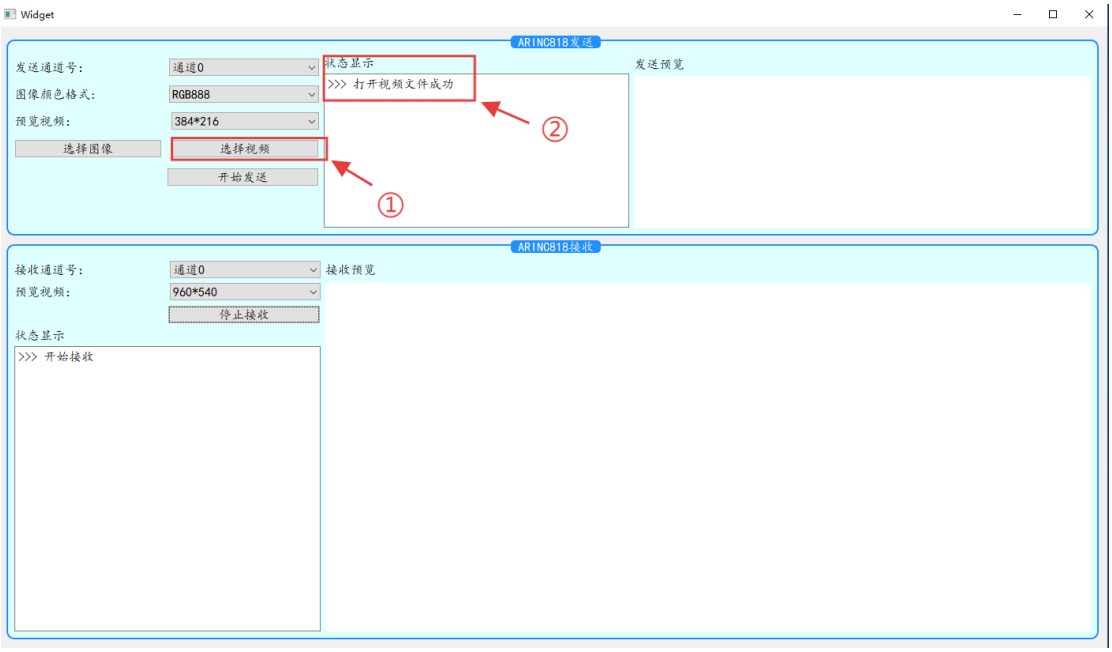

图12 818 视频分析设备加载视频文件
配置好发送的通道号以及对应视频的图像颜色格式后，点击图 12 中①对应按钮，选择本地测试视频文件，加载成功后，状态显示框中会提示打开视频文件成功，对应②指示内容。